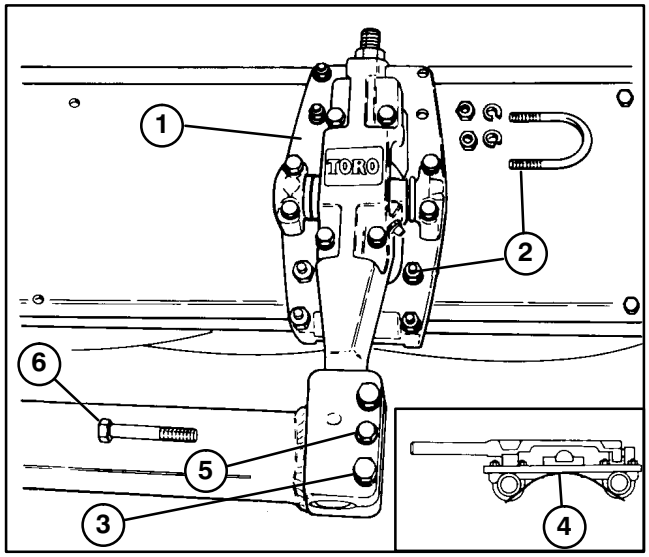

Figure 5
Mount a Flotation Kit Assembly (Fig. 5) to each cutting unit with ''U" bolts, lockwashers and nuts supplied with kits. Male end of floatation assembly to be positioned forward on the #1 cutting unit and to the rear on #2 and #3 cutting units. Tighten ''U" bolts evenly.
Note: When installing floating head assembly to cutting unit, make sure flap on bottom of assembly is positioned to the inside of the cutting frame tubes (Fig. 5, inset).
4. Install appropriate cutting unit to lift arm and match the male end of pivot arm with hole in lift arm. Reinstall (3) lift arm screws, loosen jam nut on remaining screw to secure cutting unit. Tighten jam nut (Fig. 5 & 6).